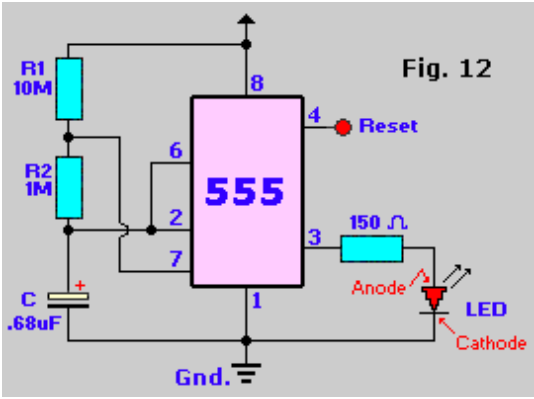
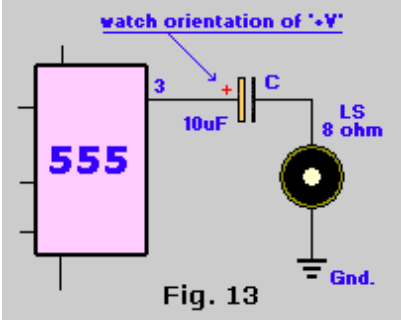

Fig. 12
Fig. 13
12. Next you will experiment with astable circuits. First, rewire the circuit so it appears as shown in Fig. 12.
17. Rewire the circuit making R1 and R2 10,000 ohms (10K) and C equal to 0.1µF. Use the same circuit in Fig. 12. But, replace the LED and its resistor with a speaker and capacitor as shown in Fig. 13.